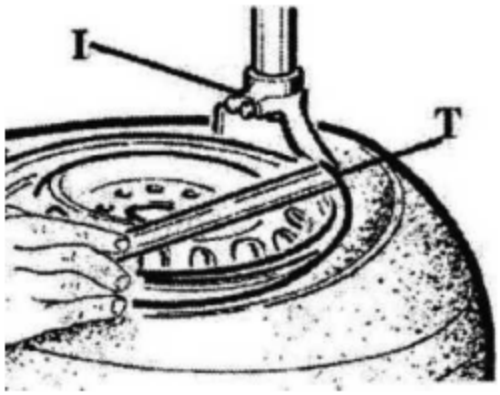

Figure 11
✧ As shown in Figure 11, insert into the crowbar (T) between the tire edge and the mounting head (I), make the tire edge hang on the disassembly head (I) outward, keep the crowbar (T) in this position, slam the pedal (Z) to make turntable (Y) rotates